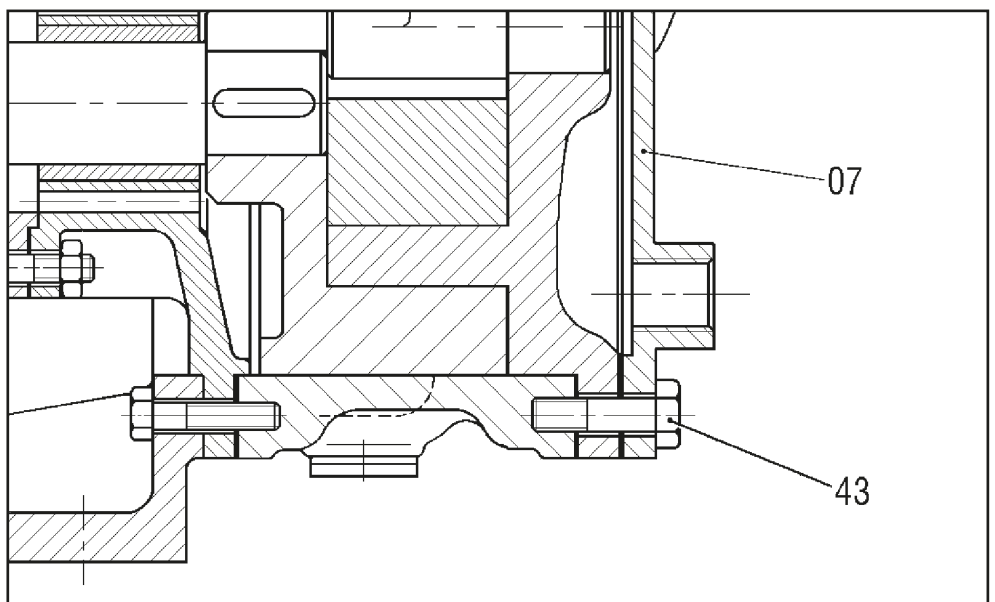

afb. 12
- ☐ Als de pomp uitgerust is met een verwarmingskamer op het deksel (07) zal deze kamer van het deksel loskomen zodra de bouten (43) weggenomen zijn (afb. 12). Zorg ervoor dat de pakking niet beschadigd wordt en vervang beschadigde pakkingen.